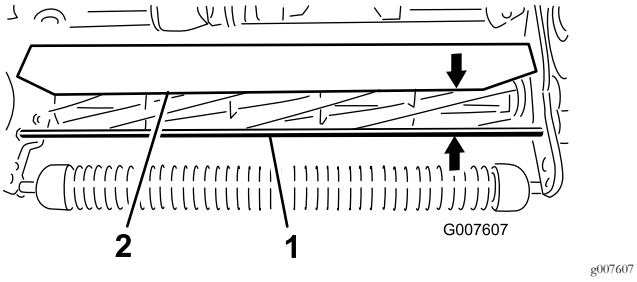

**Figur 52**
1. Mål afstanden fra toppen af den forreste støttestang til forkanten af afskærmningen i hver ende af klippeenheden (Figur 52).